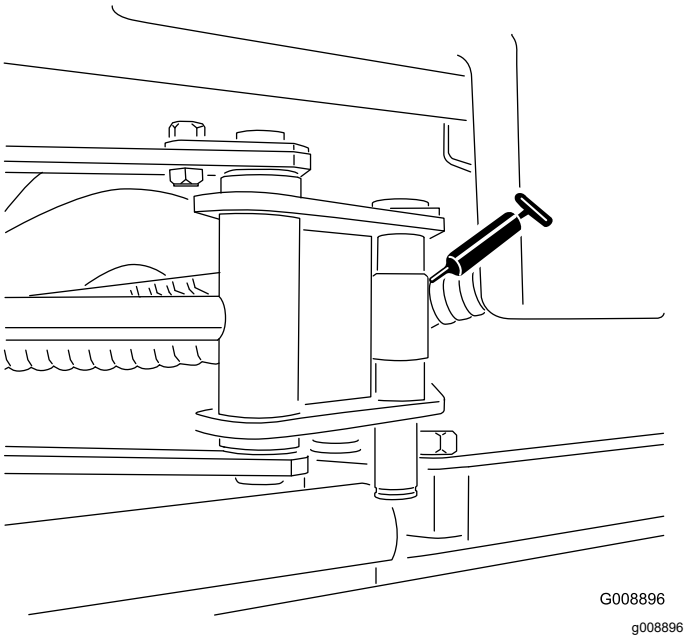

Figur 33
- Sylinderender på siden (2) (Figur 33)